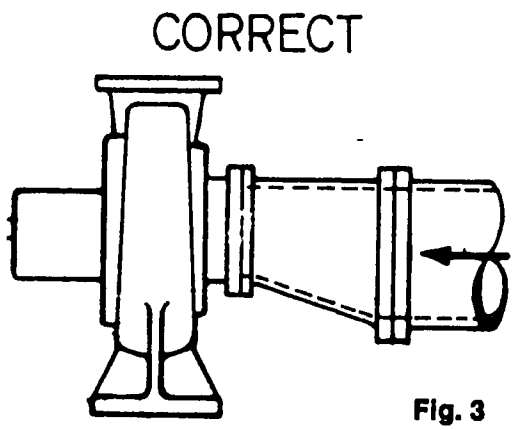

Fig. 3
2. In horizontal lines leading to the pump only eccentric-reducers should be used (see Fig. 3 & 4).